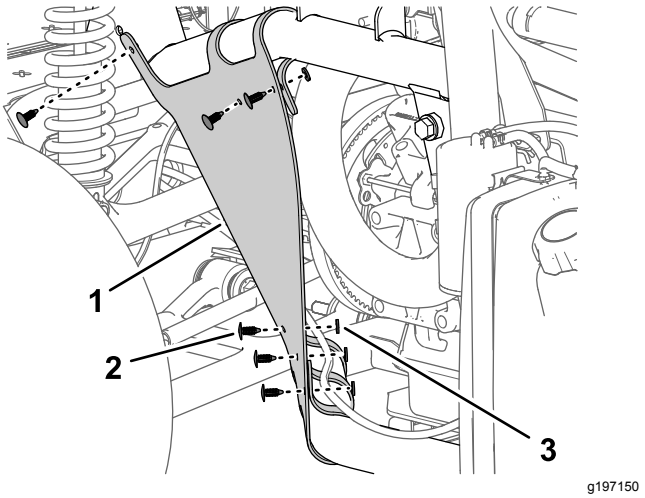

Figur 12
4. Afmonter de 6 skubbefastgørelsesanordninger og 5 spændeskiver (9/16 x 1/2 tomme), der fastgør inderskærmens afskærmning til maskinens stel (Figur 12).